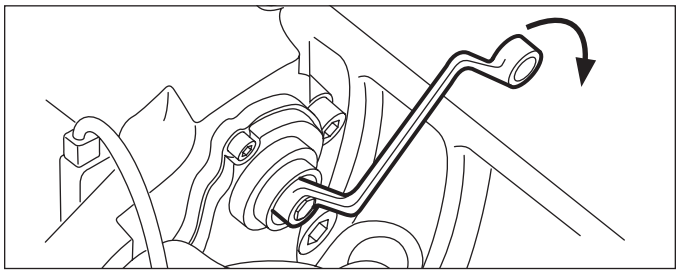

Figure 40 – Running Clearance Adjustment
5.2.18 Using a 10 mm., six-point box wrench, turn the Shear Adapter (61) **clockwise** until the pads contact the rotor. Note: Do not use an open-ended wrench as this may damage the adapter. *(See Figure 40)*.